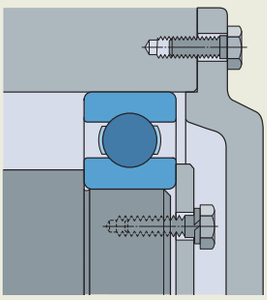

Fig. 15
- anillos distanciadores, que se apoyan contra las piezas adyacentes (**fig. 15**)